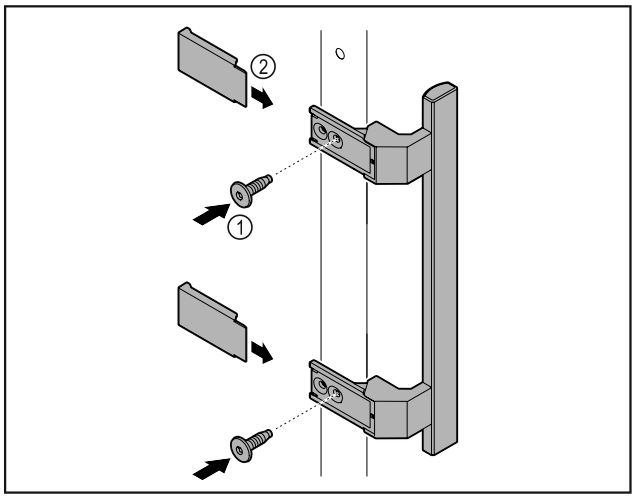

Fig. 3
- ▶ Установите на двери ручку из набора принадлежностей, используя прилагающиеся винты *Fig. 3 (1)*.
- ▶ Установите облицовку *Fig. 3 (2)*.